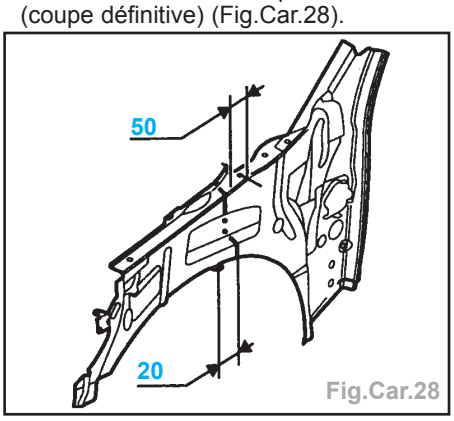

Fig.Car.28
- Tracer puis découper la doublure d'aile à l'aide d'une meule épaisseur 1 mm (coupe définitive) (Fig.Car.28).